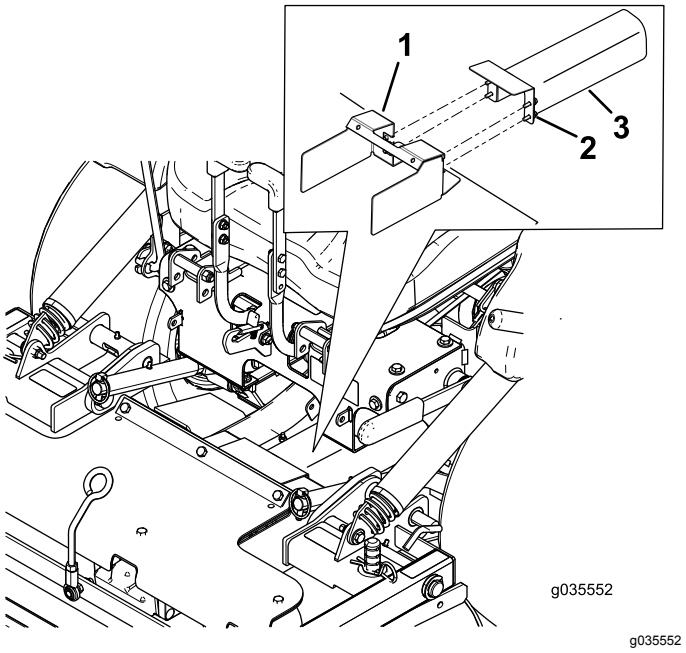

Figur 10
4. Løsne boltene og fjern metallvernet vist i Figur 10.
2. Monter metallvernene og boltene som vist i Figur 10.